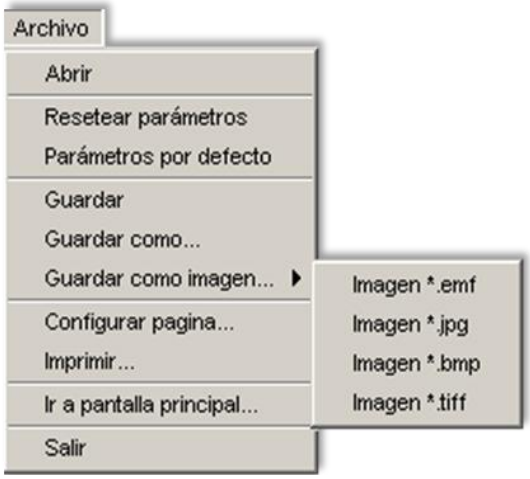

Figura D.11. Despliegue del menú Archivo
- **Menú Archivo.** Consta, como la mayoría de programas, de las funciones propias para el manejo de configuración de datos y del salvado de imágenes (ver Figura D.11). A continuación se comenta cada campo: